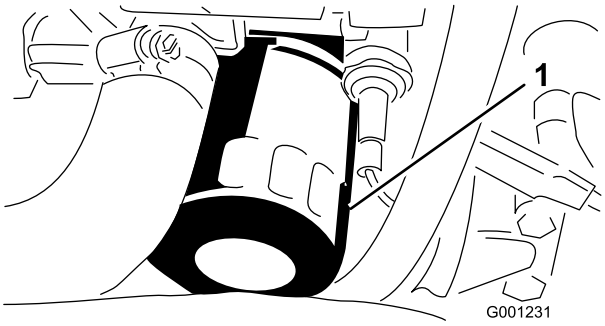

Figuur 50
6. Verwijder en vervang het oliefilter (Figuur 50).